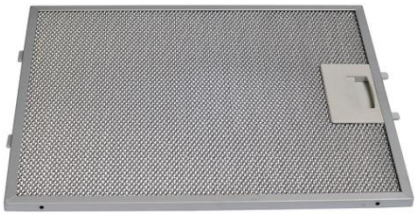

*Рис. 2*
2. Снимите алюминиевый жироулавливающий фильтр (рис. 2).
7. Установите жироулавливающий фильтр (рис. 2).